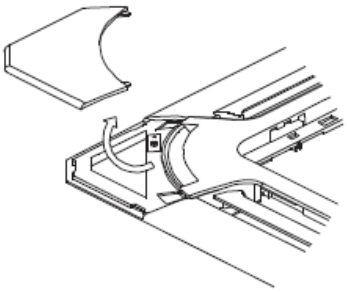

Fig.1-9
- Desfaceți cu cheia șuruburile, slăbiți sfoara capacelor de instalare și scoateți-le (Consultați Fig. 1-9)